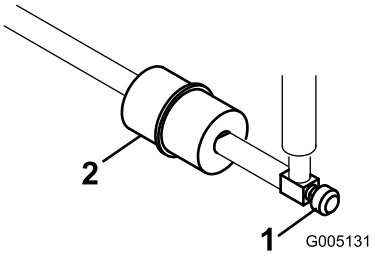

Figuur 44
Het brandstofleidingfilter bevindt zich in de brandstofleiding tussen de brandstoftank en de carburateur (Figuur 44).
1. Sluit de brandstofklep (Figuur 44).
2. Zet een opvangbak onder het filter, maak de slangklem op het filter aan de kant van de carburateur los en verwijder de brandstofslang van het filter (Figuur 44).
3. Zet de andere slangklem los en verwijder het filter (Figuur 44).